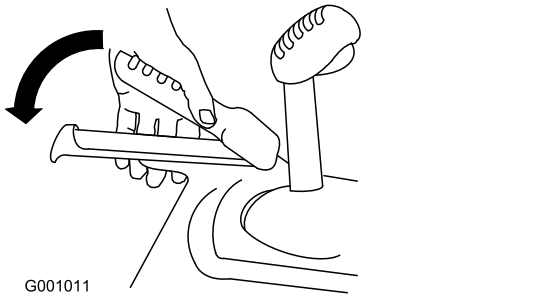

Figur 26
2. Indkobl traktionshåndtaget, og hold det på plads (Figur 26).